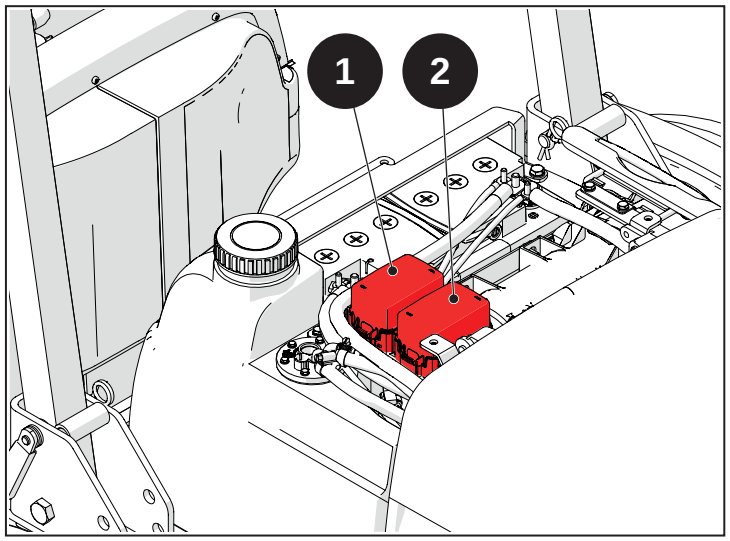

Fig. 12.2
Sicherungsfunktionen (1), Abb. 12.2:
Sicherungsfunktionen (2), Abb. 12.2: